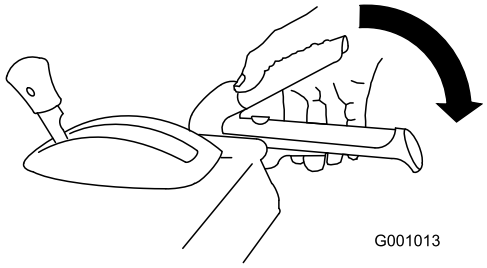

Figur 30
1. Pressa ned det högra reglaget (matarskruvs-/impellerreglaget) till handtaget för att koppla in matarskruvs-/impellerdrivningen (Figur 30).